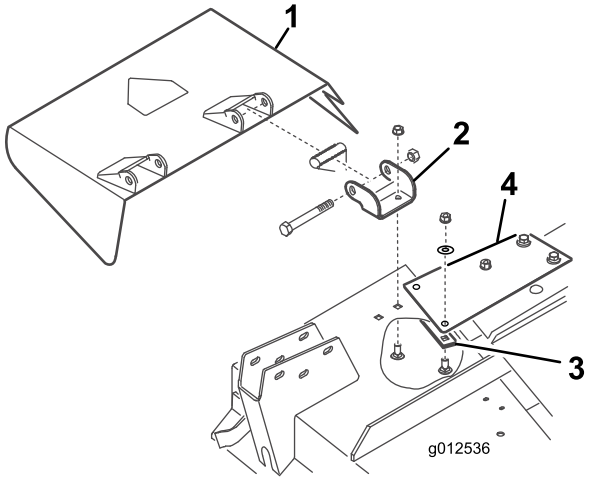

Figur 7
1. Fjern skruene, låsemutterne og fjærene som holder avlederfestene festet til svingbrakettene (Figur 7). Fjern avlederen.
2. Fjern låseboltene og flensmutterne som fester svingbrakettene til huset (Figur 7). Fjern svingbrakettene. Ta vare på alle fester for fremtidig bruk.
3. Fjern de to låseboltene, de flate skivene og låsemutterne som fester forsterkningsplaten til undersiden av huset og oppstrammerplaten til toppen av huset (Figur 7).